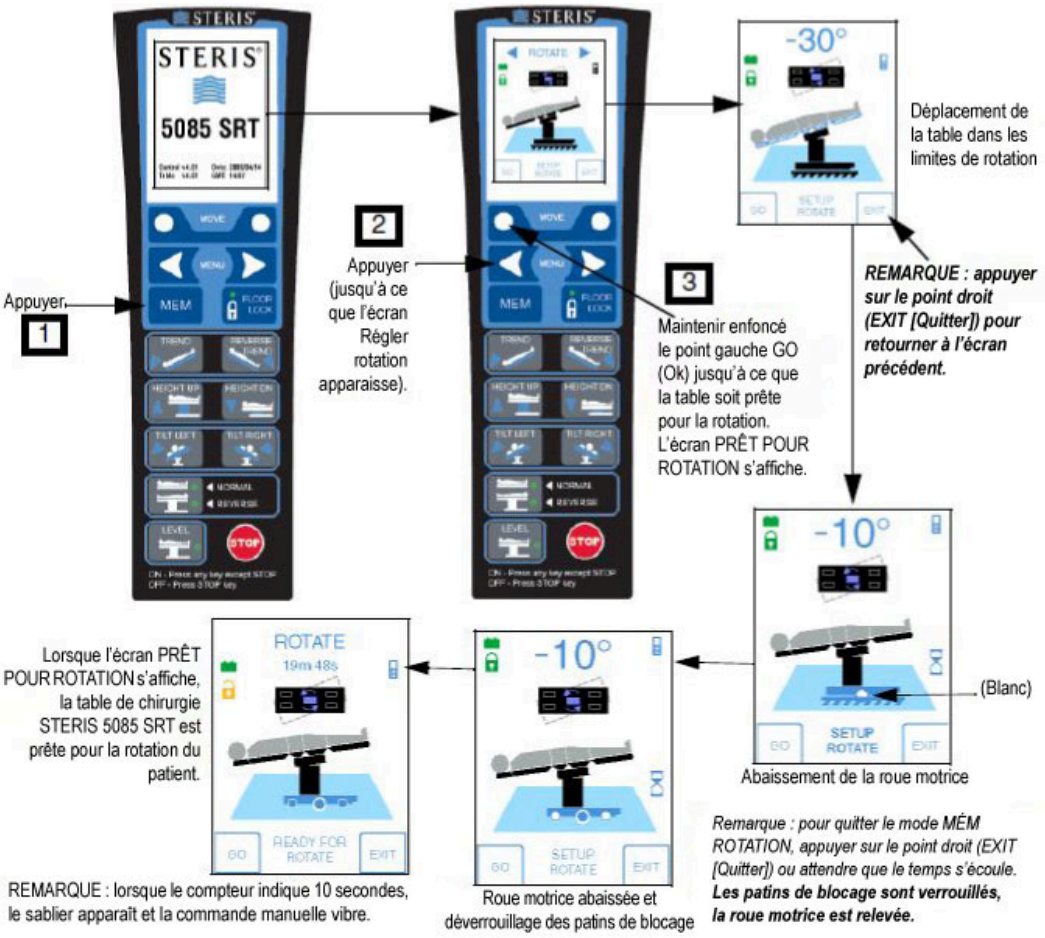
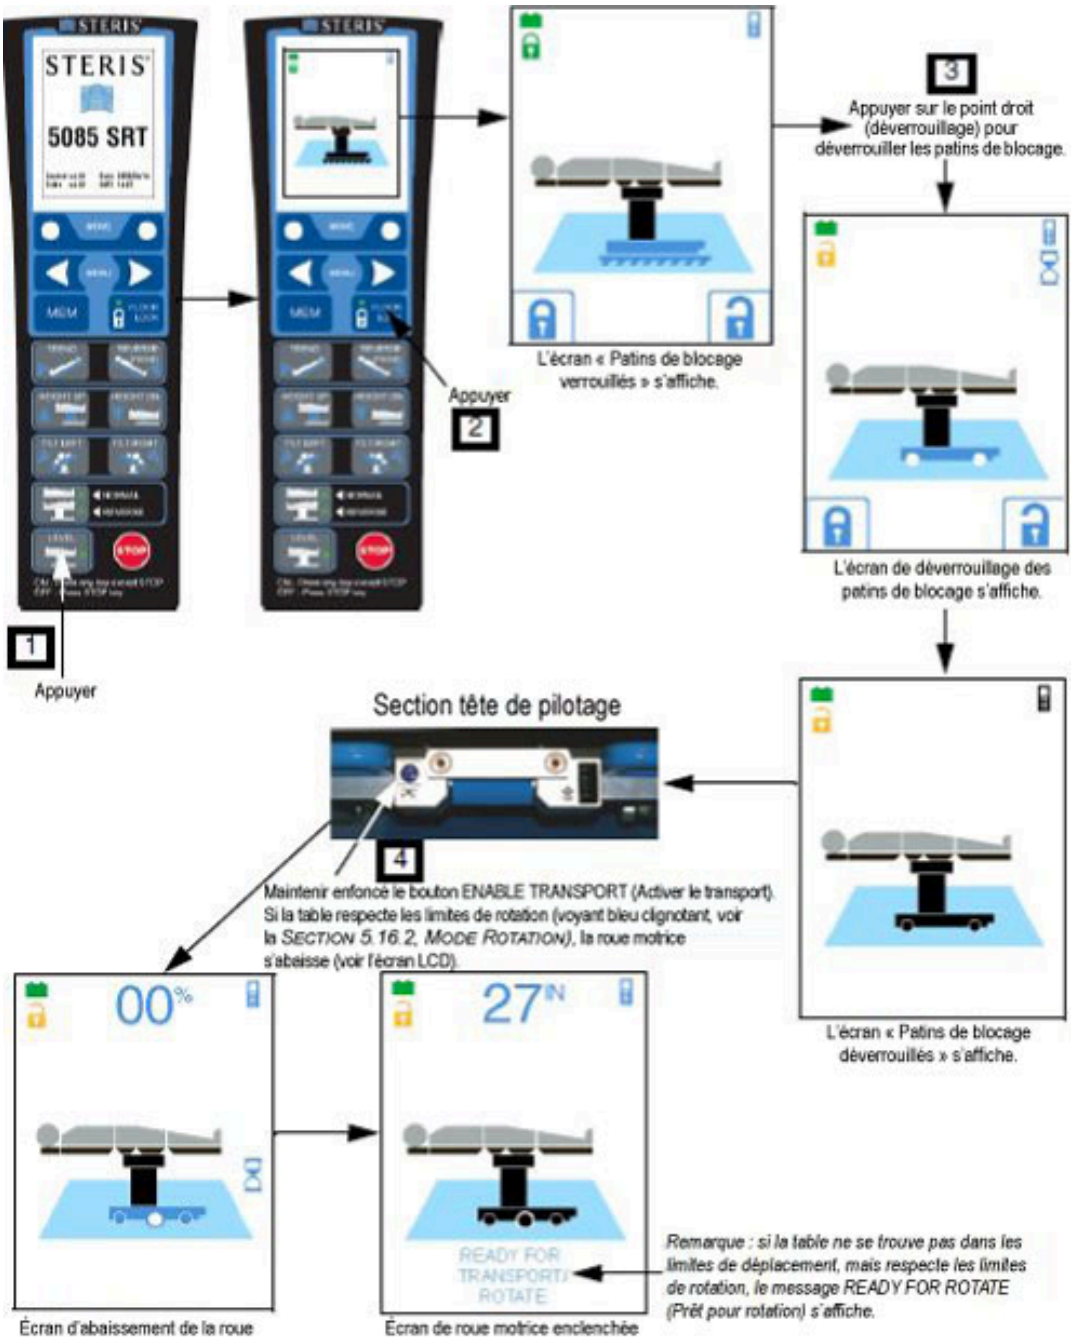

Figure 5-4. Fonction de rotation de la table, mode automatique
Figure 5-5. Fonction de rotation de la table, mode manuel
6. **Faire pivoter le patient ou la table comme indiqué dans la *Figure 5-4* (mode automatique) ou la *Figure 5-5* (mode manuel).**